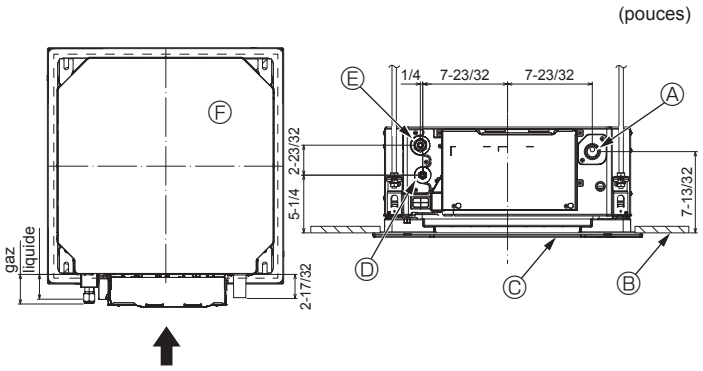

Fig. 5-7
5.4. Emplacements des tuyaux de réfrigérant et d'écoulement (Fig. 5-7)